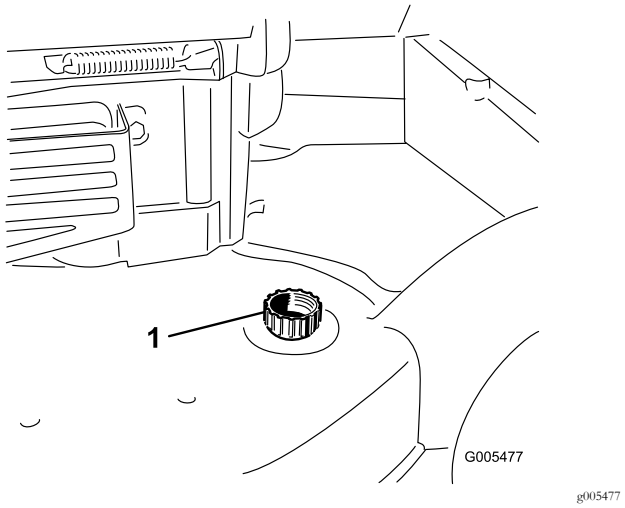

Rysunek 22
4. Podłącz jeden koniec węża ogrodowego do źródła wody, a drugi – do złącza czyszczenia maszyny (Rysunek 22).